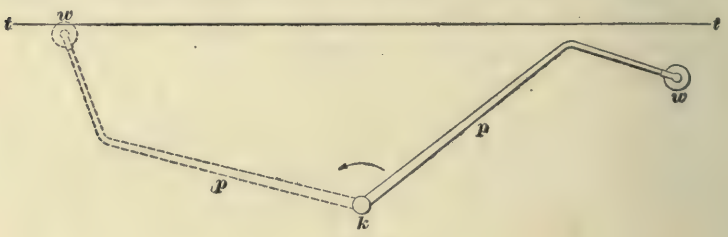

FIG. 13.
*c*, *c*, the nuts for changing the tension. The general action of the device is as follows: When the pole is pulled one way or the other, one pair of tension rods (only one of each pair is shown in the figure) pulls on one compression cup, compresses one of the springs, and produces the desired pressure of the wheel against the trolley wire. To increase the tension, that is, the force with which the wheel is pressed up against the trolley wire, tighten up nuts *c*, *c*; this will cause some slack in rods *e*, *e*, so that nuts *n*, *n* will also have to be taken up. To render springs *S* entirely inactive, remove nuts *n*, *n* altogether. In the Nuttall trolley it is possible either to swing the trolley around or to let it stand straight up and rock it over in the opposite direction. All trolley stands do not permit of this, but it is a good feature, because in case of a pole being bent, as shown in Fig. 13, rocking the pole over